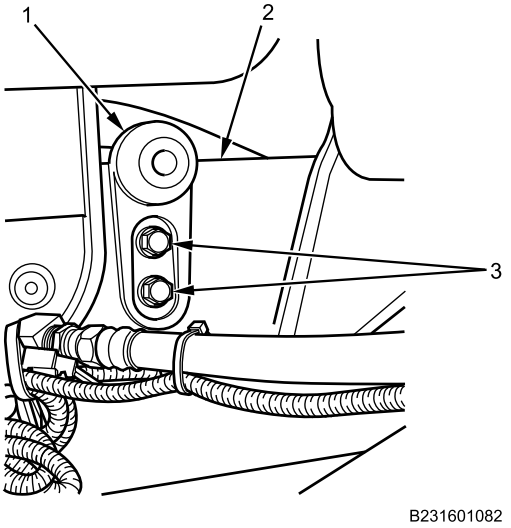

Figure 1. Front Shock Absorber Upper Mounting Bracket Removal.
1. With assistant, remove bolts (Figure 1, Item 3) and nuts, and remove front shock absorber upper mounting bracket (Figure 1, Item 1) from frame (Figure 1, Item 2).